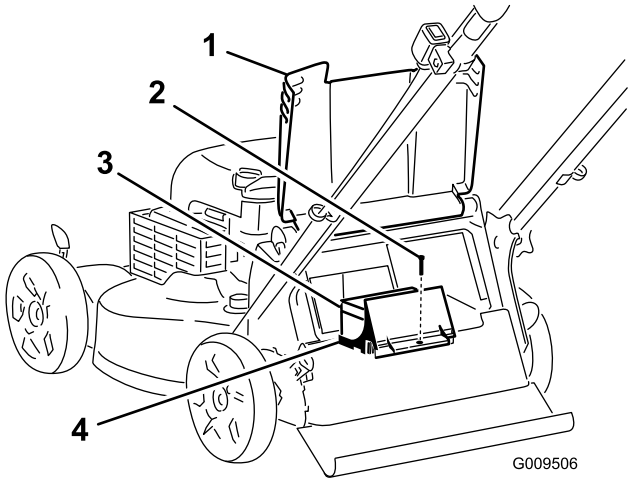

Figur 34
1. Løft den bageste deflektor, og find batterirummet (Figur 34).